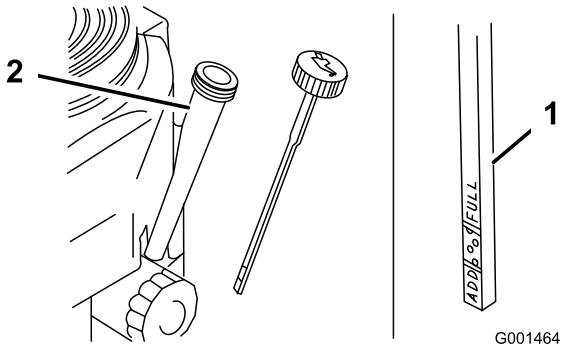

Figura 29
4. Limpie alrededor de la varilla de aceite (Figura 29) para impedir que caiga suciedad por el orificio de llenado y cause daños en el motor.
5. Desenrosque la varilla de aceite y limpie el extremo (Figura 29).
6. Deslice la varilla a fondo en el tubo de llenado, pero no la enrosque en el tubo (Figura 29).
8. Vierta lentamente un 80% aproximadamente de la cantidad especificada de aceite por el tubo de llenado (Figura 29).